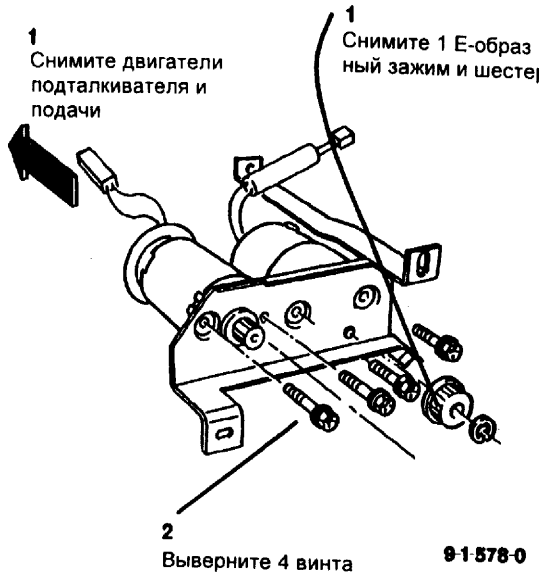

Рис. 2 Снятие двигателя
4. (Рис. 2) Извлеките двигатель(и) из узла крепления.